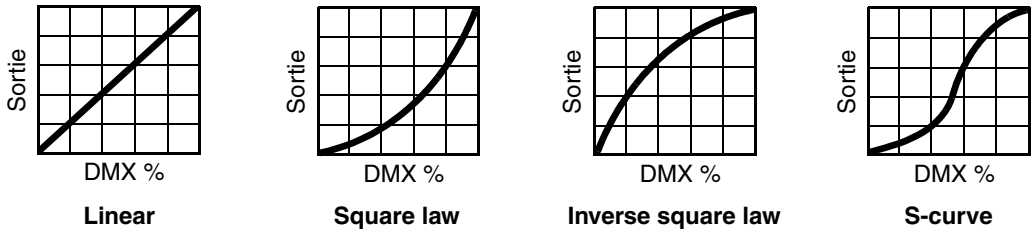

Figure 6 : Courbes de gradation
- **DIMMER CURVE** fournit 4 courbes de gradation (voir Figure 6) :